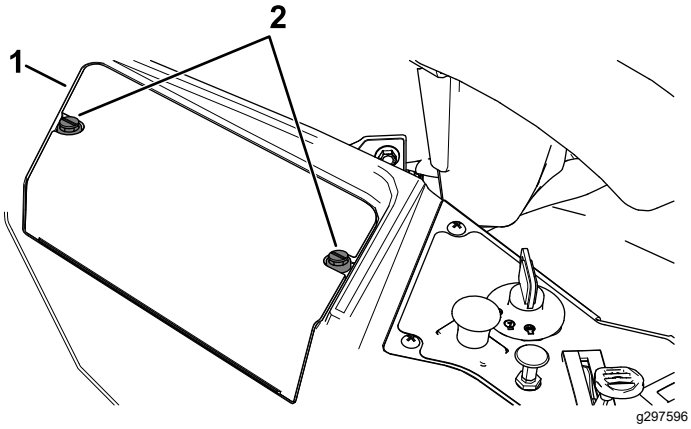

Figur 54
3. Vrid de två fästelementen på batterilocket motsols ett kvarts varv för att lossa dem och ta bort batterikåpan (Figur 54).
6. Montera batterikåpan genom att trycka ned och vrida de två fästelementen medurs (Figur 54).